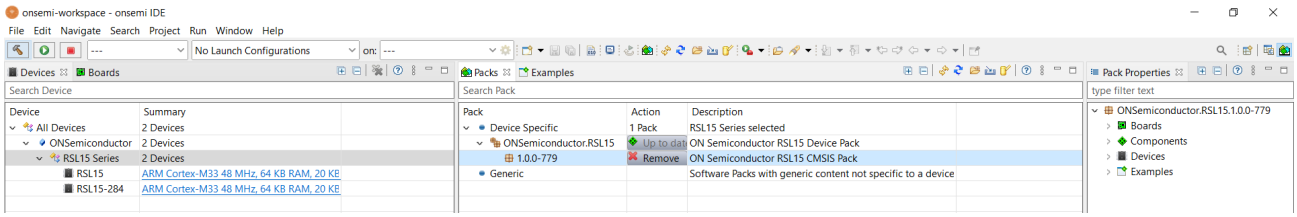

Figure 6. Pack Manager Perspective after RSL15 CMSIS-Pack is Installed
5. The RSL15 CMSIS-Pack now appears in the list of installed packs. In the **Devices** tab, if you expand **All Devices** > **ONSemiconductor** > **RSL15 Series**, you can see **RSL15** listed there. You can manage your installed packs in the **Packs** tab. Expanding **ONSemiconductor** > **RSL15** and selecting the device makes the **Pack Properties** tab display the details of the RSL15 CMSIS-Pack (see the "Pack Manager Perspective after RSL15 CMSIS-Pack is Installed" figure (Figure 6)). Selecting the device in the Devices tab also displays the RSL15 information in **Pack Properties**.